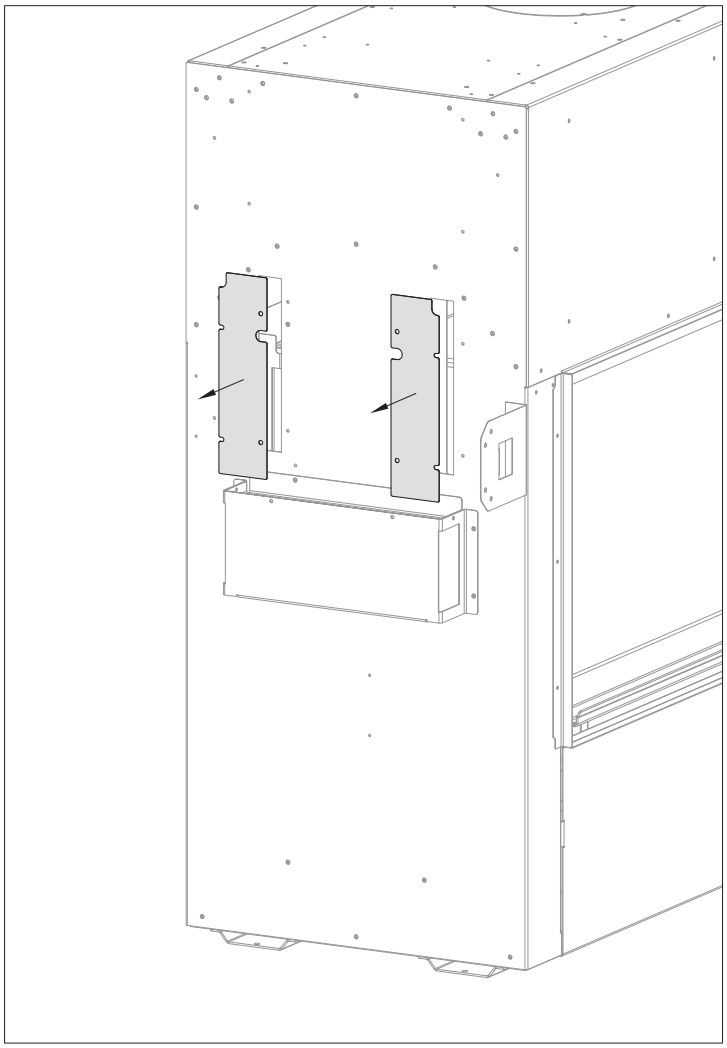

Figure 3.13, Retrait des couvercles pour les kits de transfert de chaleur
La Figure 3.13 montre le retrait des couvercles du kit de transfert de chaleur. Il y a (2) couvercles rectangulaires situés du côté opposé à la sortie d'évacuation sur le boîtier externe du foyer. Ce foyer permet d'installer en même temps (2) kits de transfert de chaleur. Vous pouvez installer (1) ou (2) kits de transfert de chaleur du même type (HTK-EXT ou HTK-INT).